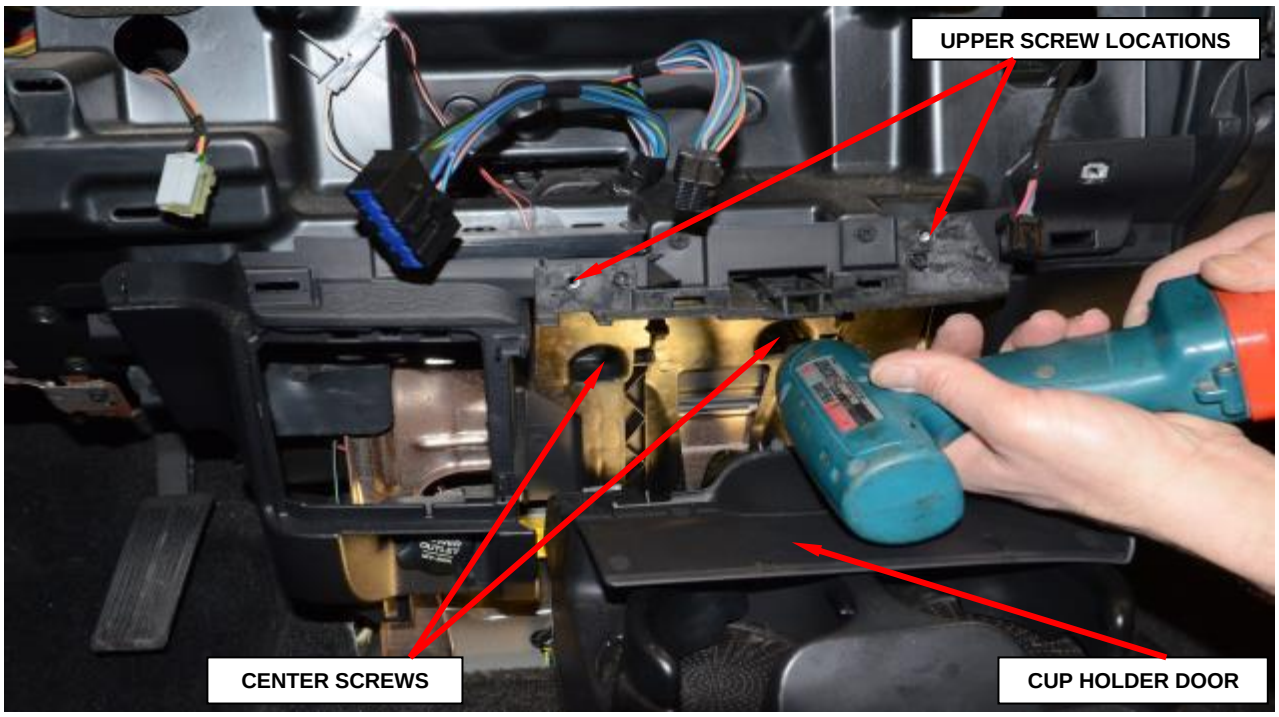

**Figure 10 – Center Cup Holder Screws**
d. Open the cup holder and cup holder door then remove and save the two center screws that secure the cup holder to the instrument panel (Figure 10).